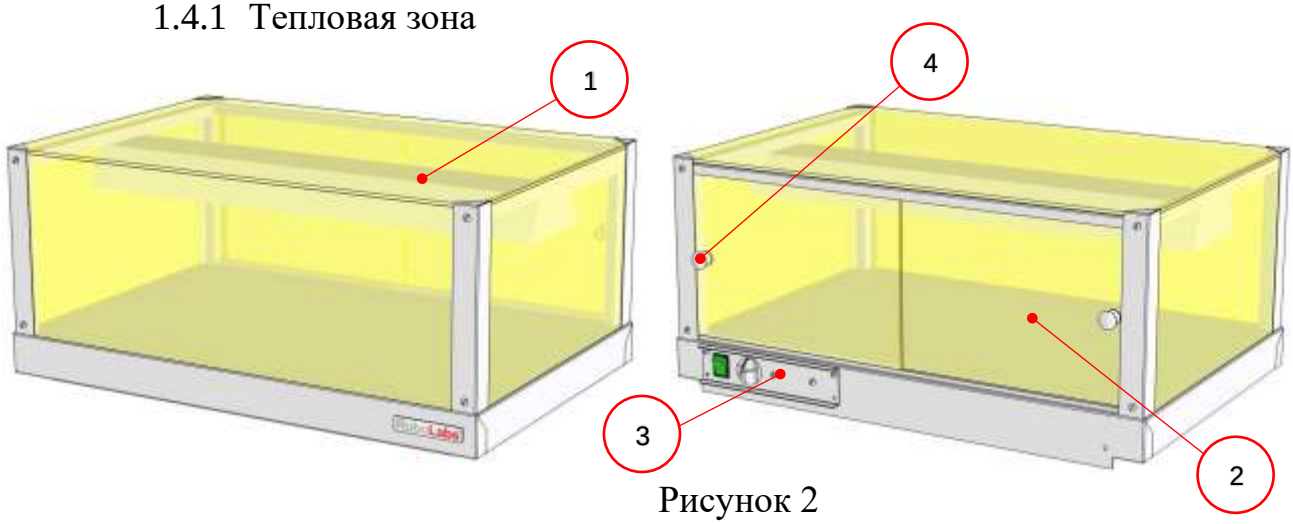

Рисунок 2
2.3.1.4 При необходимости регулировки температурного режима в охлаждаемой зоне: Войдите в меню, для входа в меню «Состояние Установки» кратковременно нажмите кнопку set поз.1 рисунок 5. Кнопки  и  (поз.2 и 3) электронного контролера, используются для пролистывания элементов меню. Выбрать папку Set (нажав на кнопку set поз.1 рисунок 5), далее (при необходимости) изменить значения температуры (с паузой не более 15 секунд). Коротким нажатием на кнопку set (поз.1 рисунок 5) подтвердите команду выбора нового температурного режима – рабочей точки. Или коротким нажатием на кнопку поз.4 рисунок 2 можно вернуться к предыдущему уровню меню – функция выход (ESC), при выходе из меню последнее значение установленной температуры сохранится и вновь появится метка папки SEt. Кнопкой SEt (поз.1 рисунок 2) при кратком нажатии можно отобразить аварии, рабочую температуру, датчики и подтверждение команд, при удерживании данной кнопки можно открыть меню программирования, о возможностях программирования можно ознакомится в подробной инструкции на микропроцессор.